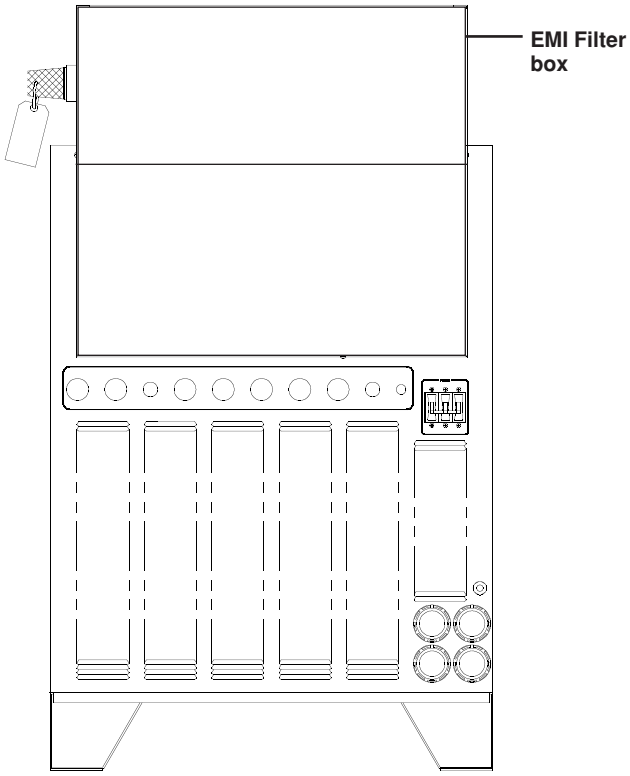

Figure c-1 HT4001 Power Supply with EMI Filter Box – Rear View
1. Locate the EMI filter box on the top rear of the power supply (see Figure c-1).